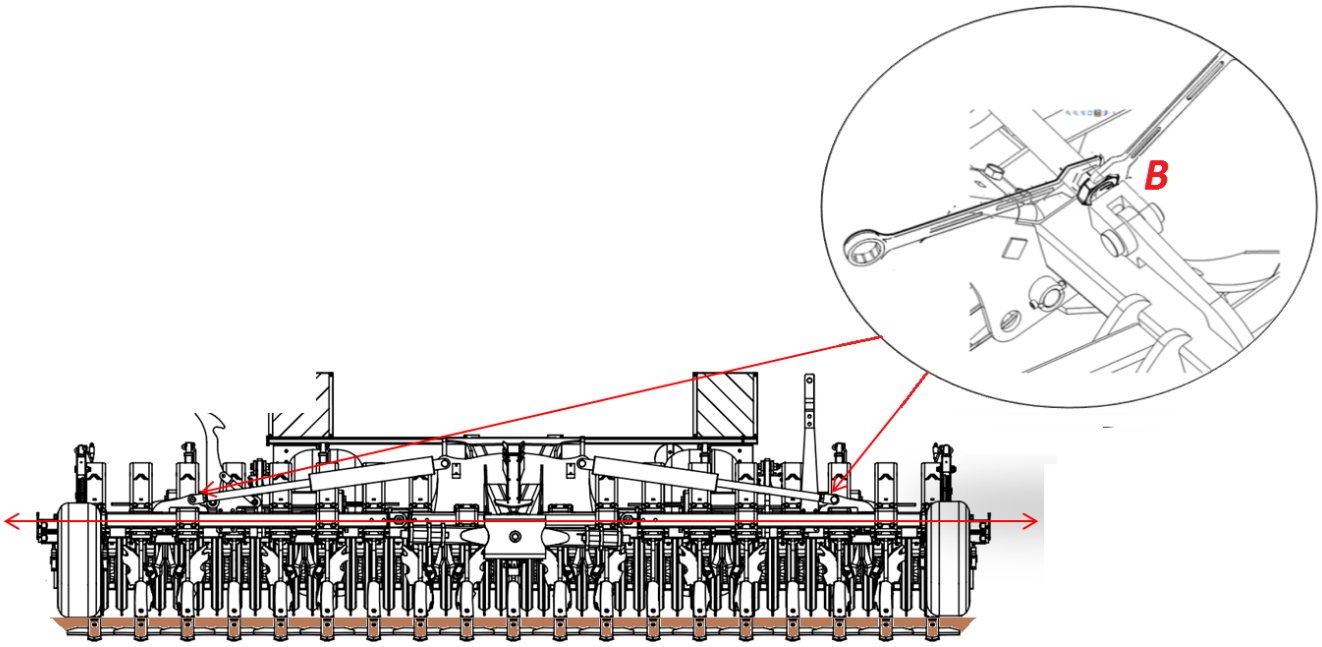

FIGURE 9
• Le réglage du parallélisme droite-gauche s'effectue en ajustant les longueurs des tiges réglables des vérins. (Figure 9) Il faut regarder la machine de l'arrière pour le vérifier.
• pour cela, il suffit de désserrer les contres écrous en bout des tiges de vérins et de visser ou dévisser celles-ci. (B) Après le réglage, bien penser à resserrer les contres écrous.